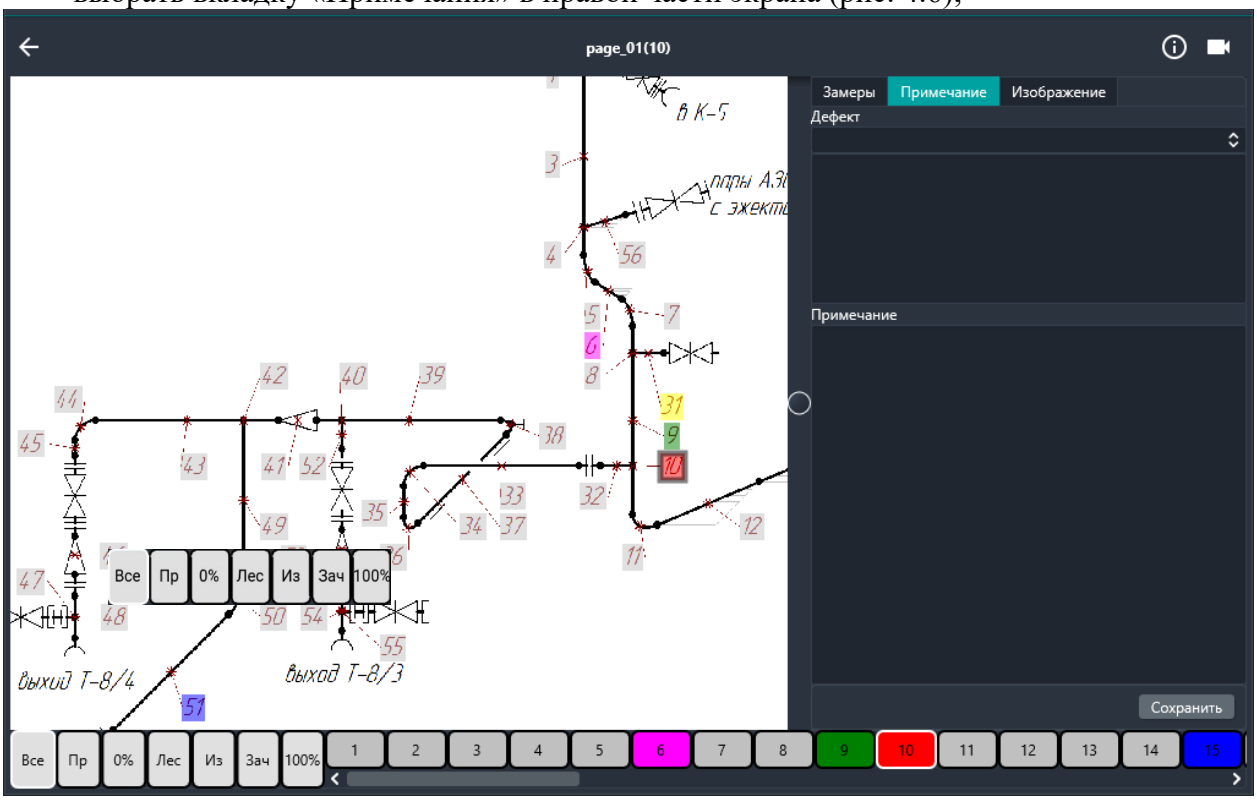

Рис. 4.6 – Вкладка «Примечание»
- выбрать вкладку «Примечания» в правой части экрана (рис. 4.6);
- при необходимости внести **примечание** или **комментарий** вручную в нижней части окна (рис. 4.6);